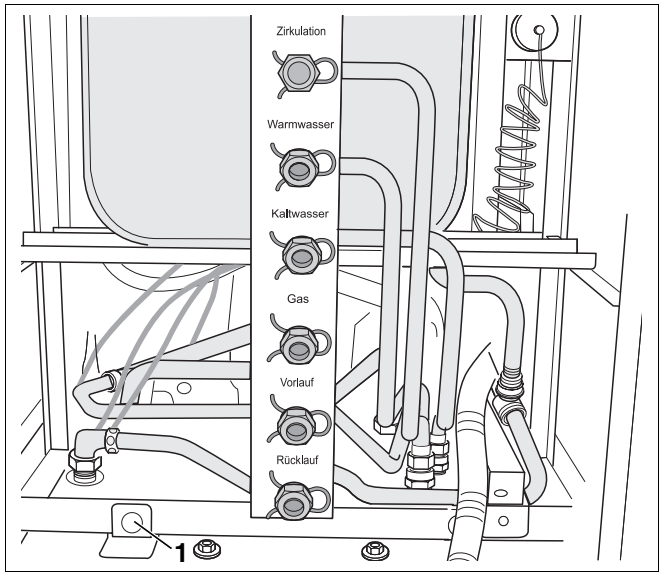

Rys. 9 Demontaż śrub łączących kocioł grzewczy z zasobnikowym podgrzewaczem c.w.u. (4x)
- Odkręcić cztery śruby łączące kocioł grzewczy z zasobnikowym podgrzewaczem c.w.u. z ramy kotła (rys. 9).
- Wkręcić cztery śruby łączące kocioł grzewczy z zasobnikowym podgrzewaczem c.w.u. w ramę kotła (rys. 9, strona 21).